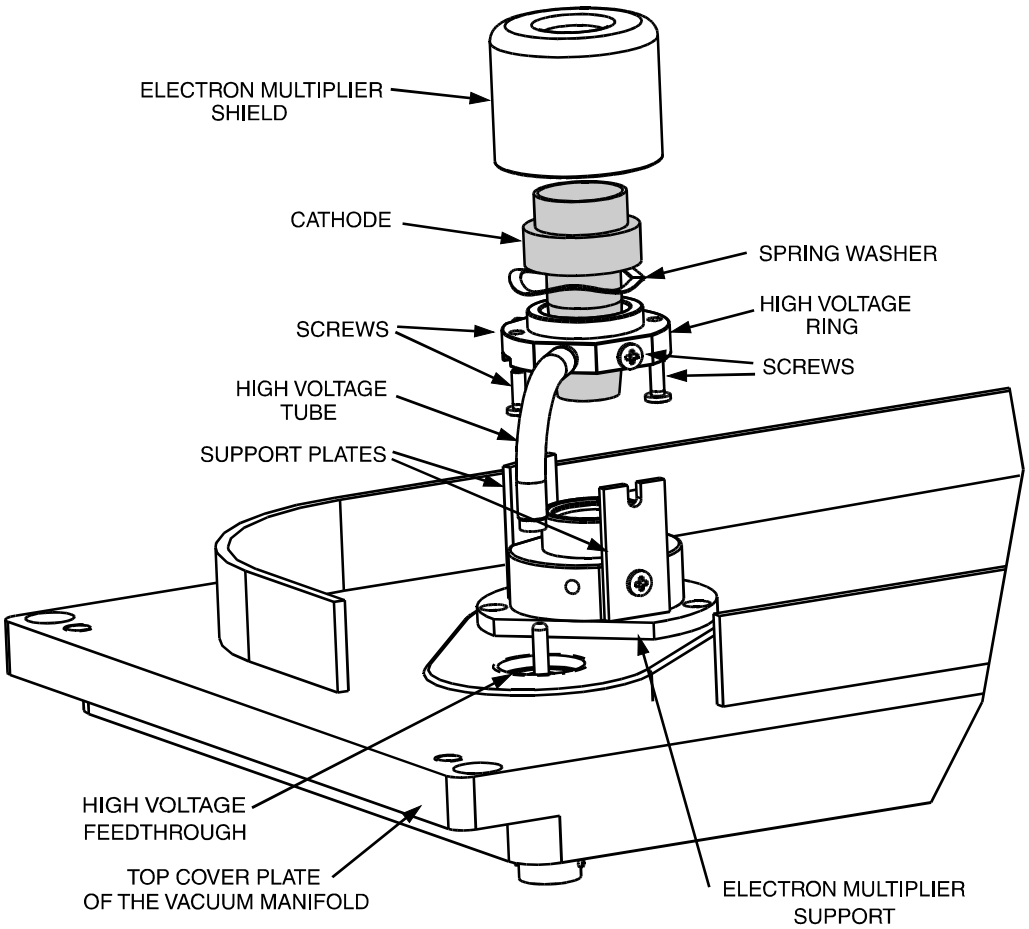

Figure 4-15. Exploded view of the electron multiplier, showing the cathode
10. To replace the cathode, proceed as follows. See Figure 4-15.